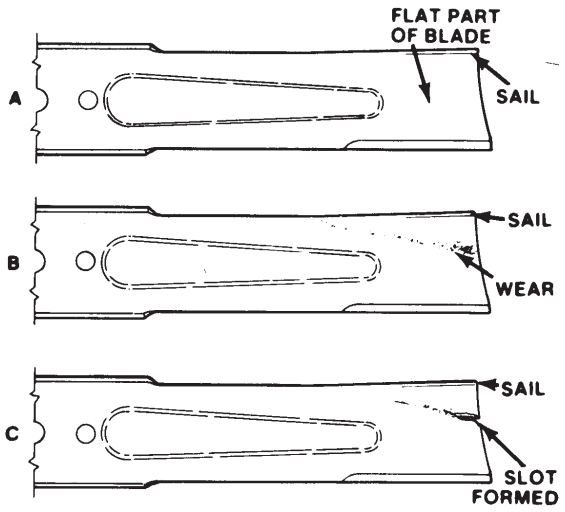

Figure 29
2. Examine the cutting ends of the blade carefully, especially where the flat and curved parts of the blade meet (Fig. 29-A). Since sand and abrasive material can wear away the metal that connects the flat and curved parts of the blade, check the blade before using the machine. If wear is noticed (Fig. 29-B), replace the blade; refer to Removing the Cutting Blade, page 18.
If the blade is allowed to wear, a slot will form between the sail and flat part of the blade (Fig. 29-C). Eventually, a piece of the blade may break off and be thrown from under the housing, possibly resulting in serious injury to yourself or bystanders.